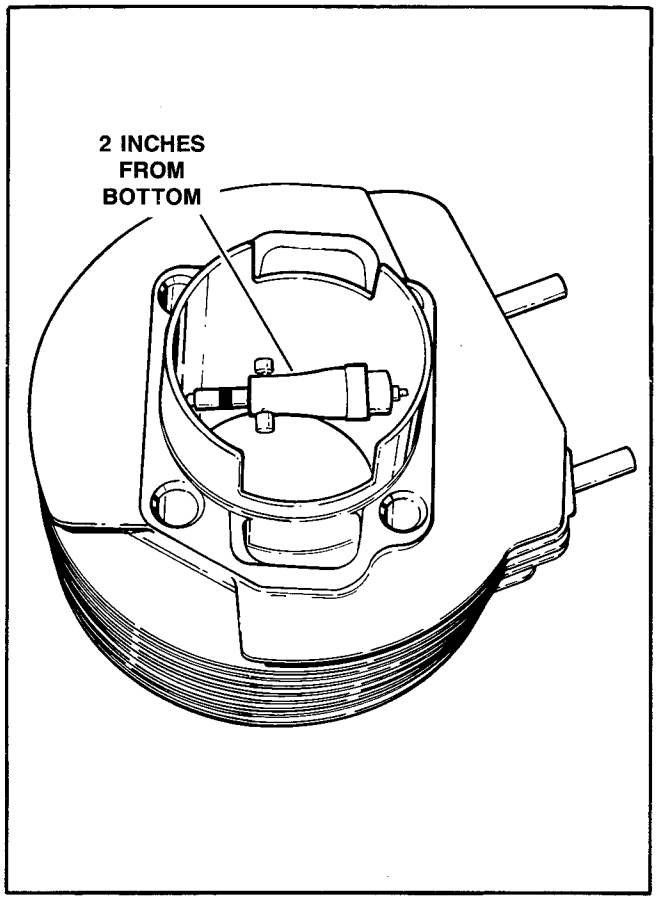

Figure 52 – Cylinder Bore Measurement
c. See Figure 52. Take cylinder bore measurement 2 in. from bottom of bore, measuring from front to rear, then left to right. Record the measurements.